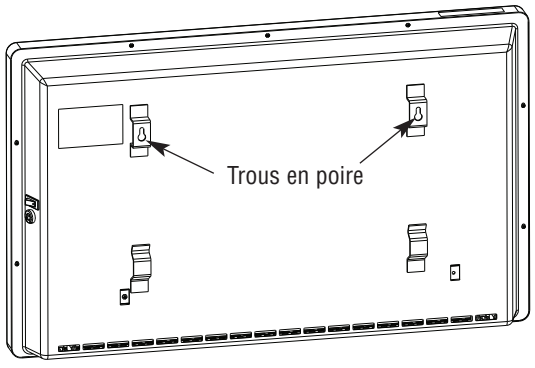

Figure 2
2. Pour des applications avec **montage mural,** sautez l'étape 1 précédente. Prévoyez des fixations adéquates et percez deux trous à l'emplacement voulu, écartés horizontalement de 40 cm de centre à centre, de sorte que le bas de l'appareil de chauffage soit à environ 51 cm du sol. Laissez les attaches dépasser du mur d'au moins 6,5 mm du mur, et passez les trous en poire au dos de l'appareil dans ces attaches (voir la Figure 2). Assurez-vous que l'appareil de chauffage est bien fixé.